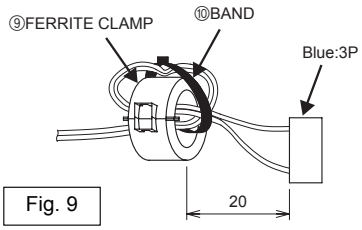

Fig. 9
(5) Wind the drain pump wire (connector: blue, 3P) around ⑨FERRITE CLAMP once, and fix it in place with ⑩BAND. (Fig. 9)